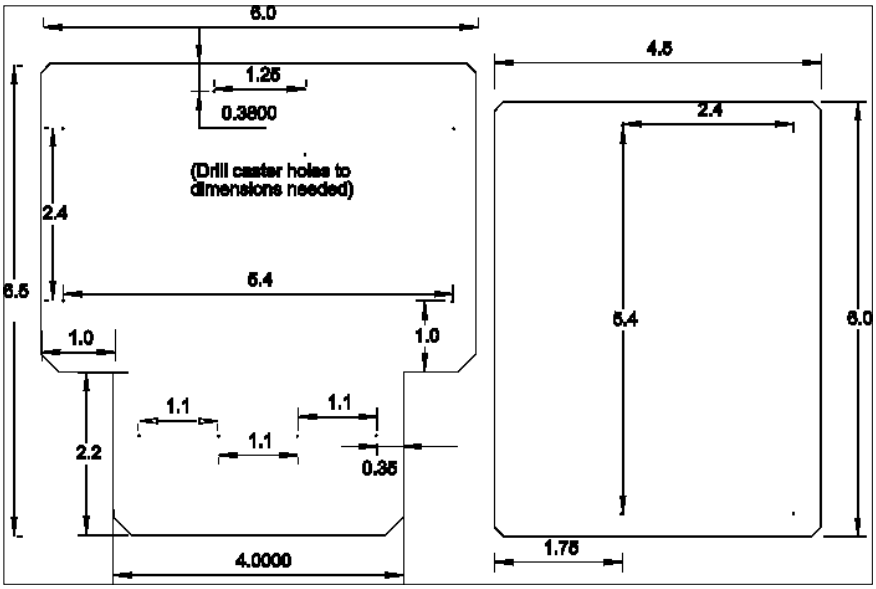
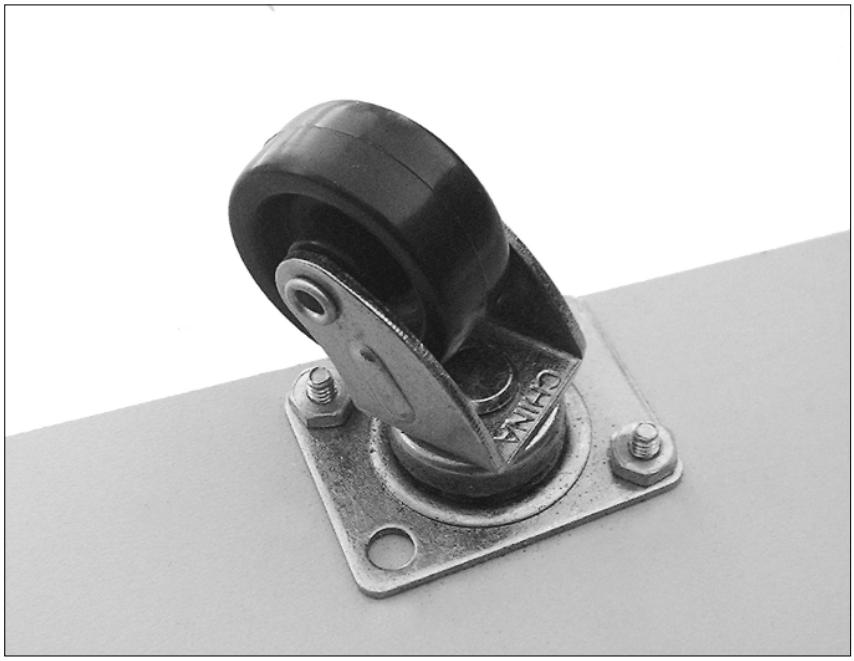

Figure 15-1: A cutting and drilling template for Rover the Robot.
Figure 15-7: Mount the caster to Rover by using 6-32 screws and nuts.
Figure 15-1 shows the cutting and drilling template for Rover, a two-deck tabletop robot. The dimensions used in this template are measured in inches.
The first step in the building process is to use the robot layout from Figure 15-1 to drill holes for mounting parts, and then cut out the deck pieces.
1. **Lay out the holes and cutting dimensions from the template in Figure 15-1 directly on the wood or plastic material. Or better yet, draw them first on a piece of paper, then tape the paper over the wood or plastic material you are using for the decks.**
You attach the caster by using 6-32 by ½-inch machine screws and nuts, as you can see in Figure 15-7. The drilling holes in the layout (see Figure 15-1) differ in size and spacing depending on the model of caster that you use. Your best bet is to trace the holes that you need to drill by using the caster base plate as a guide.